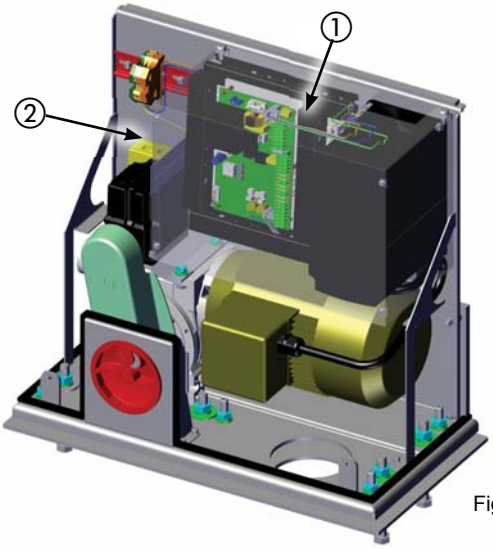

Fig. 19
Sur l'opérateur, l'armoire de manœuvre électronique est fixée sur un support (Fig. 19 réf. ①) et protégée par le couvercle (Fig. 19 réf. ②).